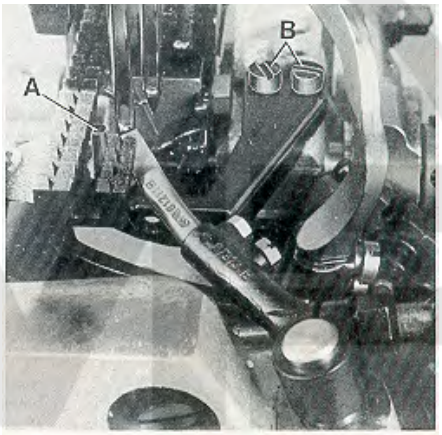

Fig.20
Assemble the throat plate support (A, Fig. 20) with screws (B) so that it does not interfere with the feed dog or any other machine parts.
Montieren Sie die Stichplattenstütze (A, Fig. 20) mit den Schrauben (B) so, daß sie weder den Transporteur noch andere Maschinenteile berührt.